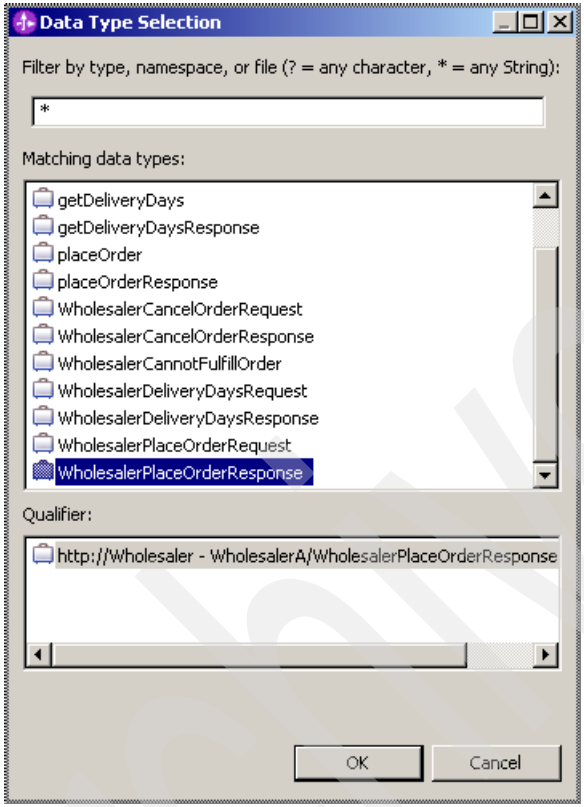

Figure A-39 Data Type Selection window
c. In the Data Type Selection window (Figure A-39), select **WholesalerPlaceOrderResponse** and click **OK**.